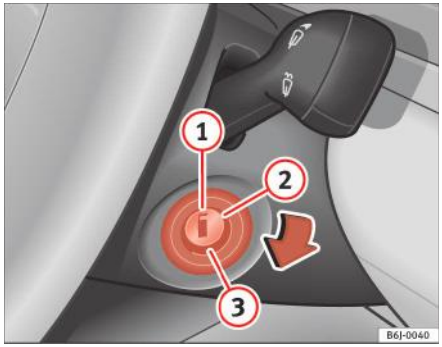

Fig. 94 Pozițiile cheii în comutatorul de contact
În această poziție ⇒ fig. 94, contactul este luat, motorul este oprit, iar coloana de direcție poate fi blocată.
– Rotiţi cheia de contact în poziţia ⇒ pagina 136, fig. 94 (2). Lampa indicatoare ⌇⌇ se va aprinde pentru a semnala preîncălzirea motorului.
– Când lampa de avertizare se stinge, rotiţi cheia în poziţia (3) pentru a porni motorul. Nu apăsaţi pedala de acceleraţie.
– Rotiți cheia de contact în poziția ⇒ pagina 136, fig. 94 (1).